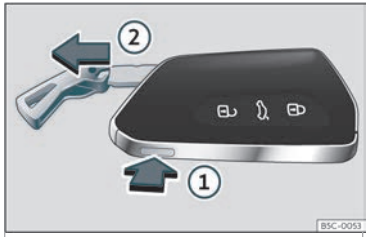

Abb. 67 Fahrzeugschlüssel: Schlüsselbart abziehen.
- Wenn Sie die Taste››› **Abb. 67** ① einmal drücken, wird der Schlüsselbart entriegelt und eine Öse als Schlüsselband angezeigt.
• Halten Sie die Taste ① gedrückt und ziehen Sie gleichzeitig die Öse in Pfeilrichtung ››› **Abb. 67** ②, um den Schlüsselbart vollständig auszuklappen.